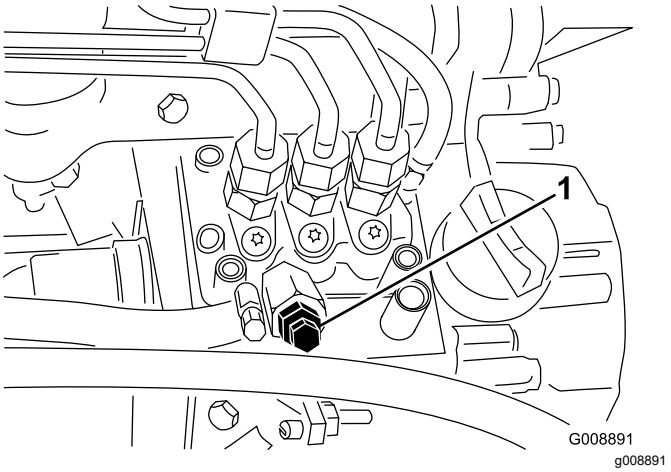

Figur 36
4. Öppna avluftarskruven på bränsleinsprutningspumpen (Figur 36).